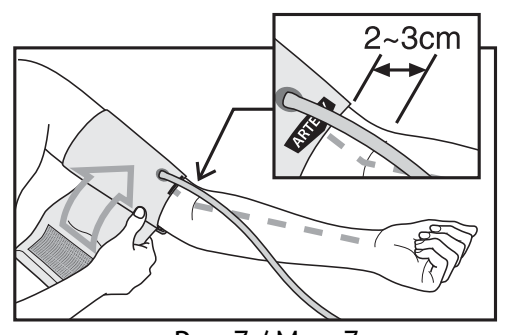

Рис. 7 / Мал. 7
3. Оберните манжету вокруг руки так, чтобы нижняя кромка манжеты находилась на расстоянии 2-3 см от локтевого сгиба. Метка с надписью «ARTERY» должна находиться над серединой локтевого сгиба (рис. 7).